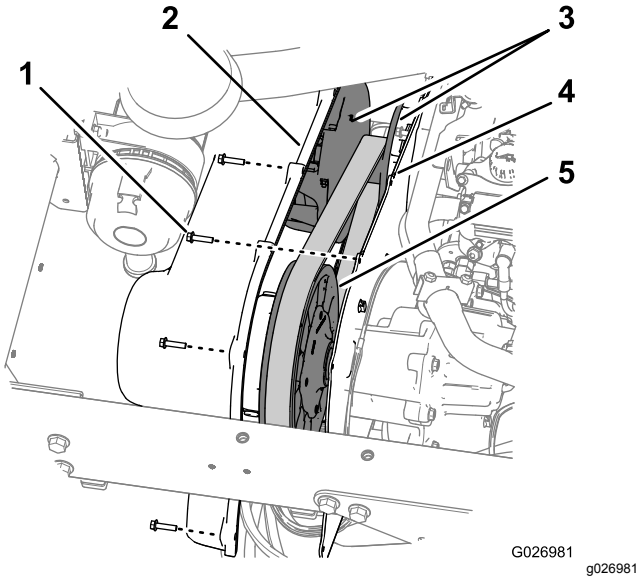

Figur 64
1. Fjern de ni sekskantede bolte (¼" x 1"), der fastgør transmissionsdækslet til monteringspladen på transmissionen (Figur 64).
5. Ret hullerne i transmissionsdækslet ind efter hullerne i monteringspladen (Figur 64).
6. Fastgør dækslet til monteringspladen (Figur 64) med de ni sekskantede bolte (¼" x 1"), som du fjernede i trin 1, og tilspænd boltene til 10,2-12,4 N·m.